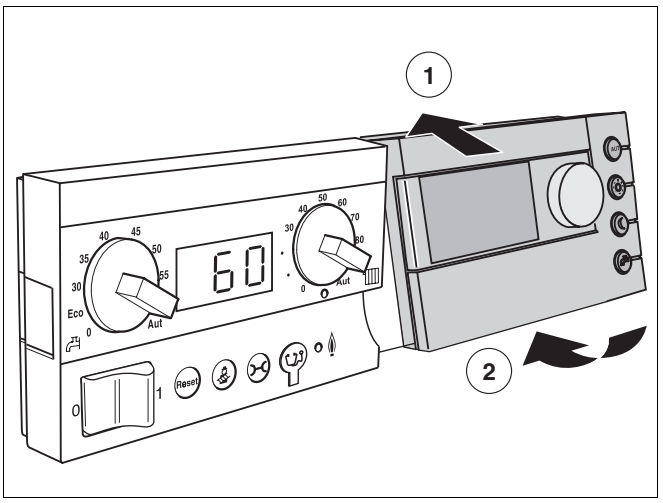

Bild 30 Bedieneinheit RC35 einhängen
- Bedieneinheit RC35 in Pfeilrichtung an der Oberkante der Grundplatte einhängen (Bild 30, **Pos. 1**).
- Bedieneinheit RC35 in Pfeilrichtung leicht nach hinten drücken, bis diese einrastet (Bild 30, **Pos. 2**).